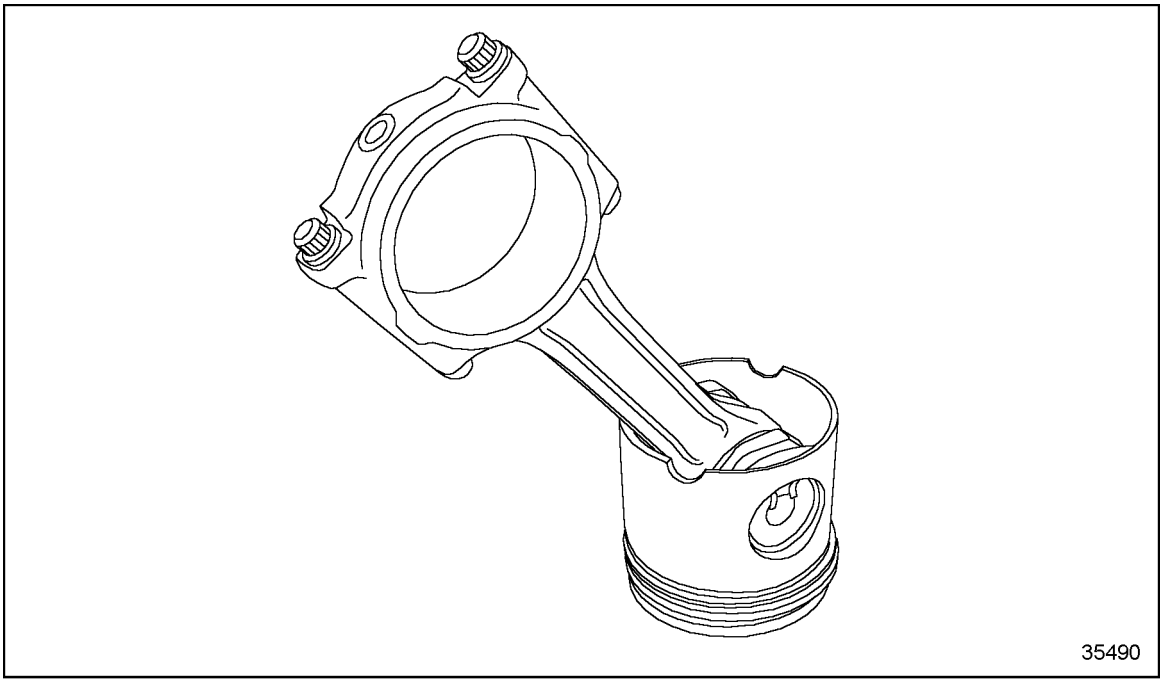

Figure 1-293 Positioning of Piston Dome
1. Position the piston dome on it's rim. See Figure 1-293.